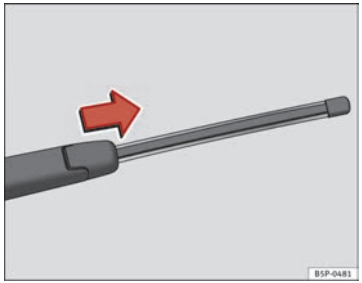

Abb. 172 Heckwischerblatt abnehmen
– Klappen Sie den Scheibenwischerarm von der Heckscheibe weg ⇒Abb. 172.
– Schieben Sie den Wischerblattadapter in Pfeilrichtung und ziehen Sie das Wischerblatt ab ⇒Abb. 172.